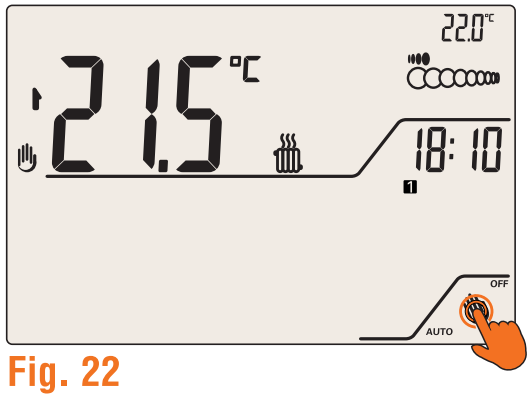
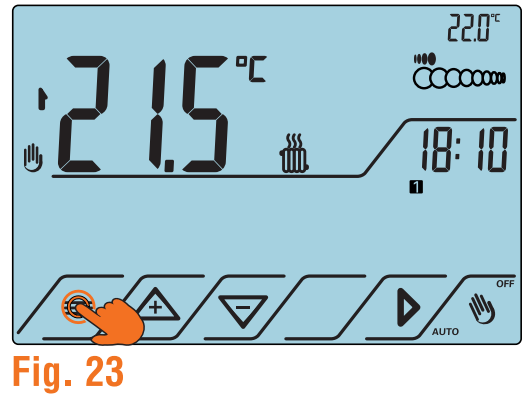

Fig. 22
Fig. 23
1. Attivare il cronotermostato premendo il tasto AUTO OFF (Fig.22). Il display si illuminerà, mostrando le icone dei comandi touch (Fig.23).
2. Premere il tasto ☰ per accedere al menu (Fig.23).